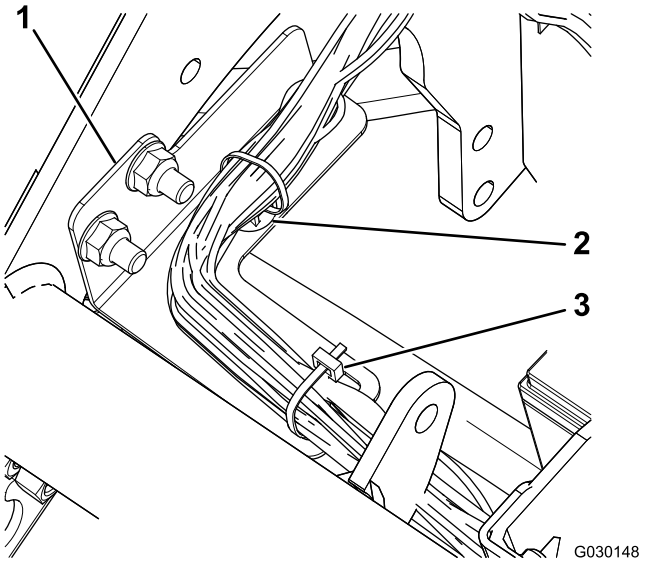

Figura 5
7. Sujete el arnés al soporte del arnés usando un clip a presión y una brida (Figura 5).